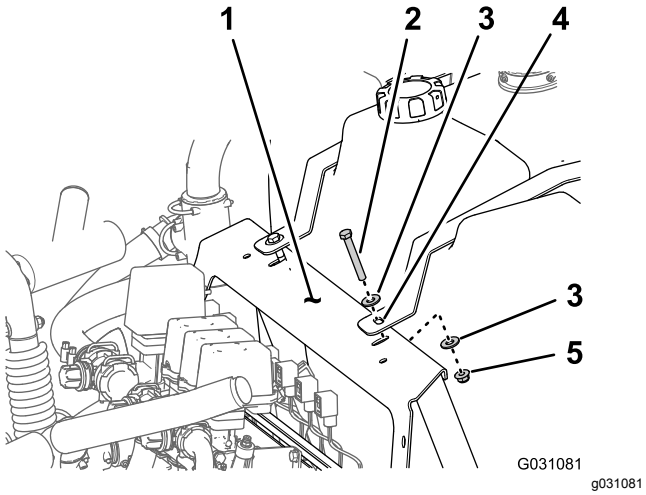

Figur 1
C. Ta bort de två skruvarna (3/8 x 2 3/4 tum), två flänslåsmuttrarna (3/8 tum) och fyra brickorna (3/8 tum) som håller fast sköljtankens remmar på grenrörsfästet (Figur 1).